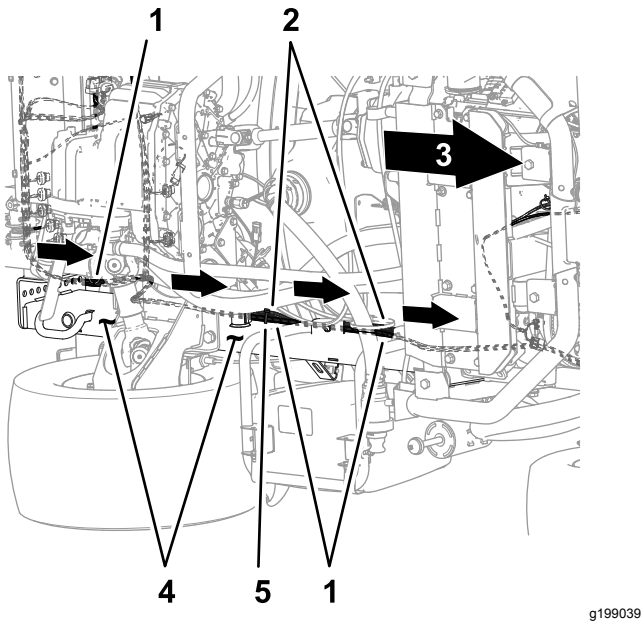
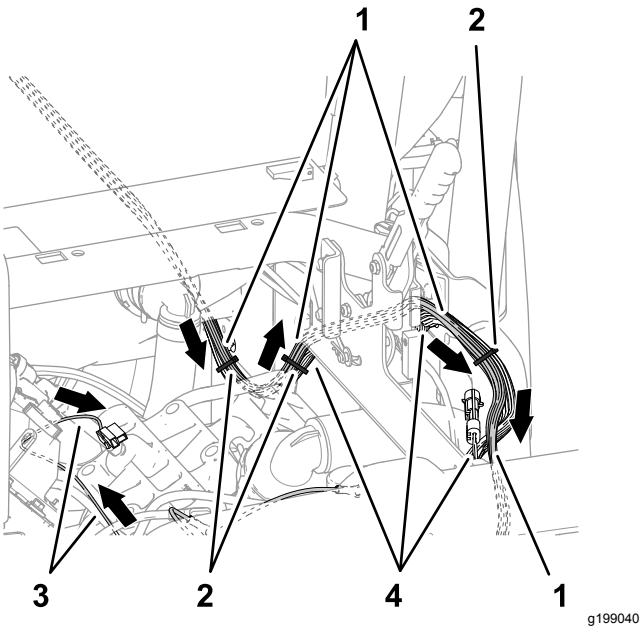
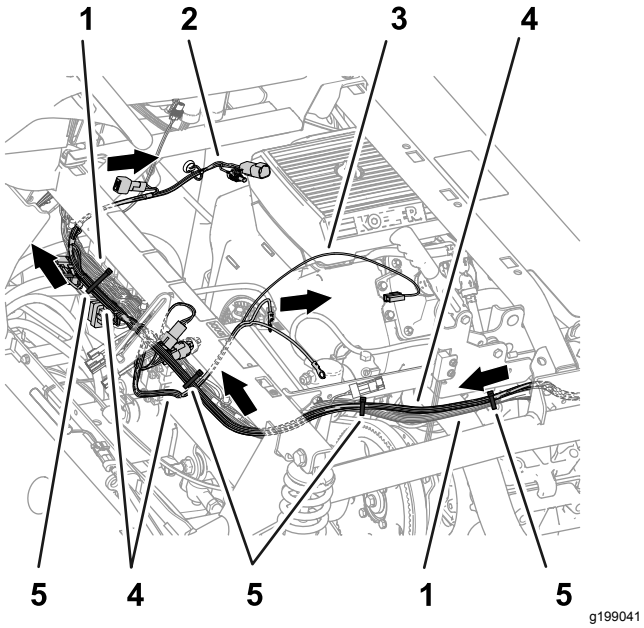

Rysunek 80
Rysunek 81
Rysunek 82
3. Poprowadź odgałęzienia 84 cm, 60 cm oraz 66 cm wiązki przewodów z zestawu do przodu wzdłuż lewego kanału ramy (Rysunek 79 oraz Rysunek 80).
4. Poprowadź odgałęzienia 84 cm, 60 cm oraz 66 cm wiązki przewodów z zestawu wzdłuż wiązki przewodów maszyny, od zewnętrznej strony zespołu hamulca postojowego (Rysunek 81).
5. Poprowadź odgałęzienia 84 cm, 60 cm oraz 66 cm wiązki przewodów z zestawu w poprzek rury wspornika amortyzatora, w sposób pokazany na Rysunek 82.
6. Zamocuj wiązkę przewodów z zestawu do wiązki przewodów maszyny w sposób pokazany na Rysunek 80, Rysunek 81 oraz Rysunek 82.